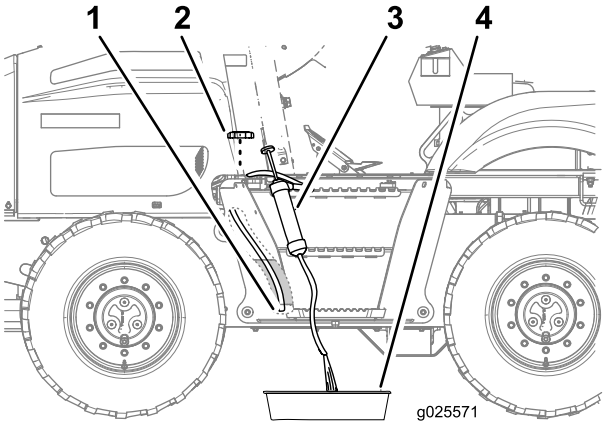

Figure 71
1. Remove the fuel cap from the fuel tank (Figure 71).
2. Route the intake hose of the siphoning equipment through the filler neck of the fuel tank and to the bottom of the tank (Figure 71).
3. Direct the discharge hose of the siphoning equipment into a drain pan (Figure 71).
6. Install the fuel cap onto the filler neck of the fuel tank (Figure 71).